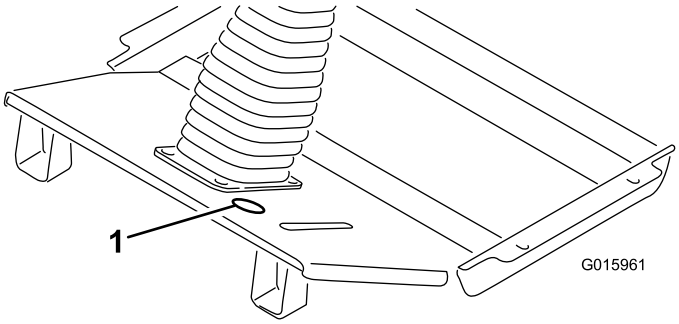

Figure 3
1. Retirez le cache amovible situé entre la pédale de frein et la colonne de direction dans le panneau de plancher (Figure 3). Si le panneau de plancher ne comporte pas de cache amovible, passez à l'étape suivante pour les instructions de perçage.